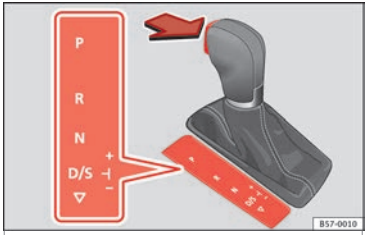

Fig. 182 Bloqueo de la palanca selectora.
– Pise el pedal de freno *y*, a la vez, mantenga pulsada la tecla de bloqueo en el sentido que indica la flecha ››› **fig. 182**.